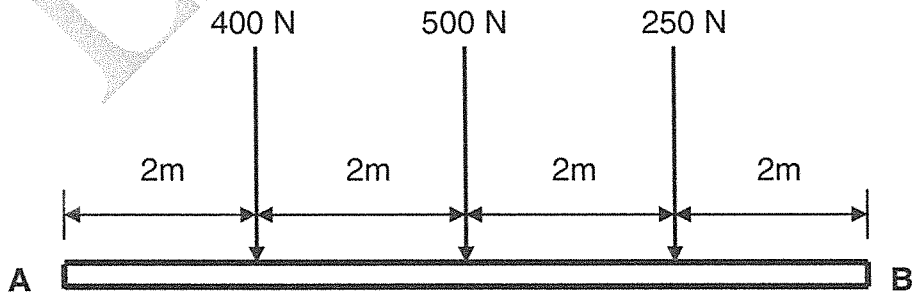

FIGURE 4
7.2 Determine, by means of the link polygon method, the position and magnitude of the resultant of the three forces acting on the beam A – B shown in FIGURE 4, ANNEXURE A (attached). Show clearly the direction of the resultant and the distance from the left-hand end A of the beam. (12)